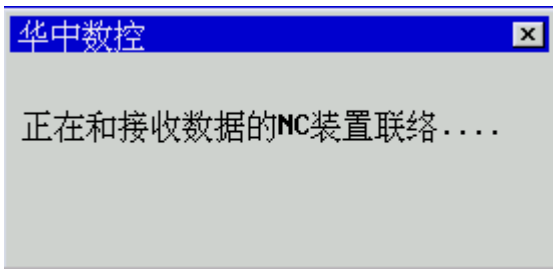

图 5.1.9 提示正在和接收数据的 NC 装置联络
(7) 选择要发送的 G 代码文件；
(8) 按 **Enter** 键，弹出如图 5.1.9 所示对话框，提示“正在和接收数据的 NC 装置联络”；